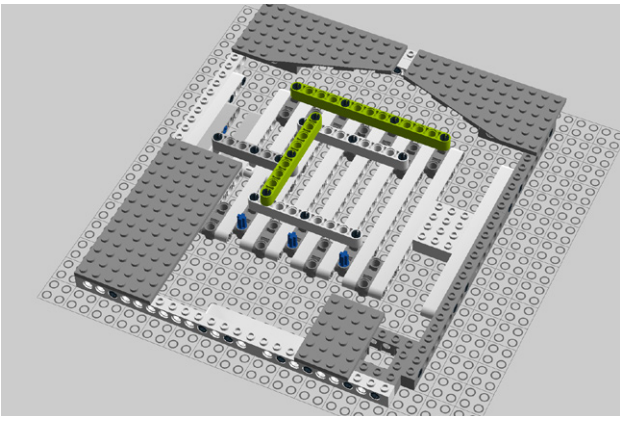

Figure 8-36. *Step 31: Adding a 9M beam and a 13M beam*
31. Add a 9M beam and a 13M beam (Figure 8-36).